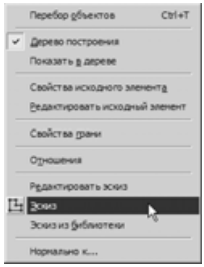

Рис. 2.52
- Щелкните на выделенной грани правой кнопкой мыши и выполните команду **Эскиз** (рис. 2.52). Система перейдет в режим плоского черчения — режим редактирования эскиза.